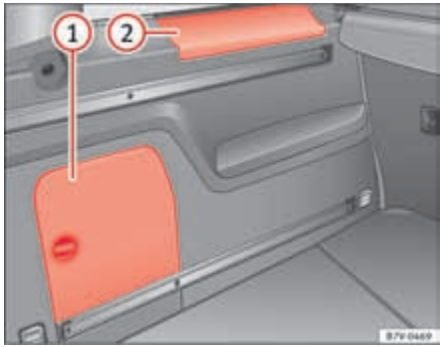

Fig. 120 In the luggage compartment: Side storage compartment.
There are other compartments ⇒ fig. 120 (1) and (2) in the side of the luggage compartment. To open the compartment (1), turn the catch clockwise. To open the compartment (2), lift the cover. The factory-fitted **CD changer** can be located in the storage compartment (1).. The cover of the compartment (1) can be used to safely store the covers of the rear shelf supports.